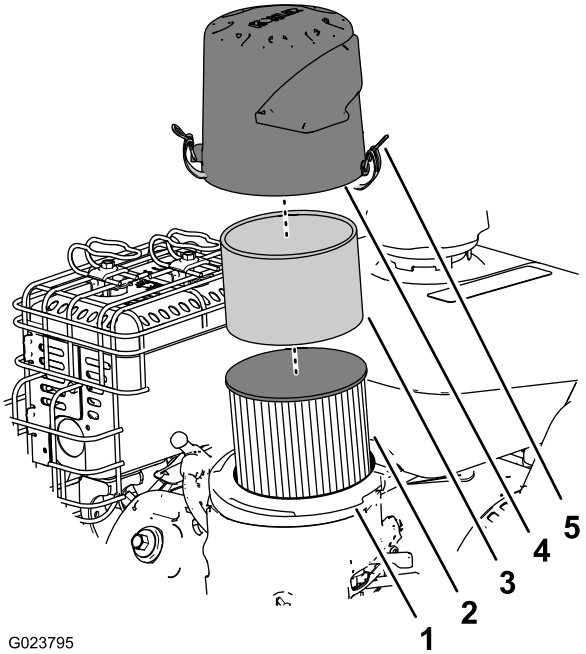

Figuur 22
2. Verwijder het luchtfilterdeksel en maak dit grondig schoon (Figuur 22).
3. Verwijder het schuimelement, maak het schoon met een mild reinigingsmiddel en water, en dep het droog (Figuur 22).
4. Verwijder het papieren luchtfilter (Figuur 22); vervang het indien het bijzonder vuil is.
6. Plaats het schuimelement op het papieren luchtfilterelement (Figuur 22).
7. Monteer het luchtfilter op de basis (Figuur 22).